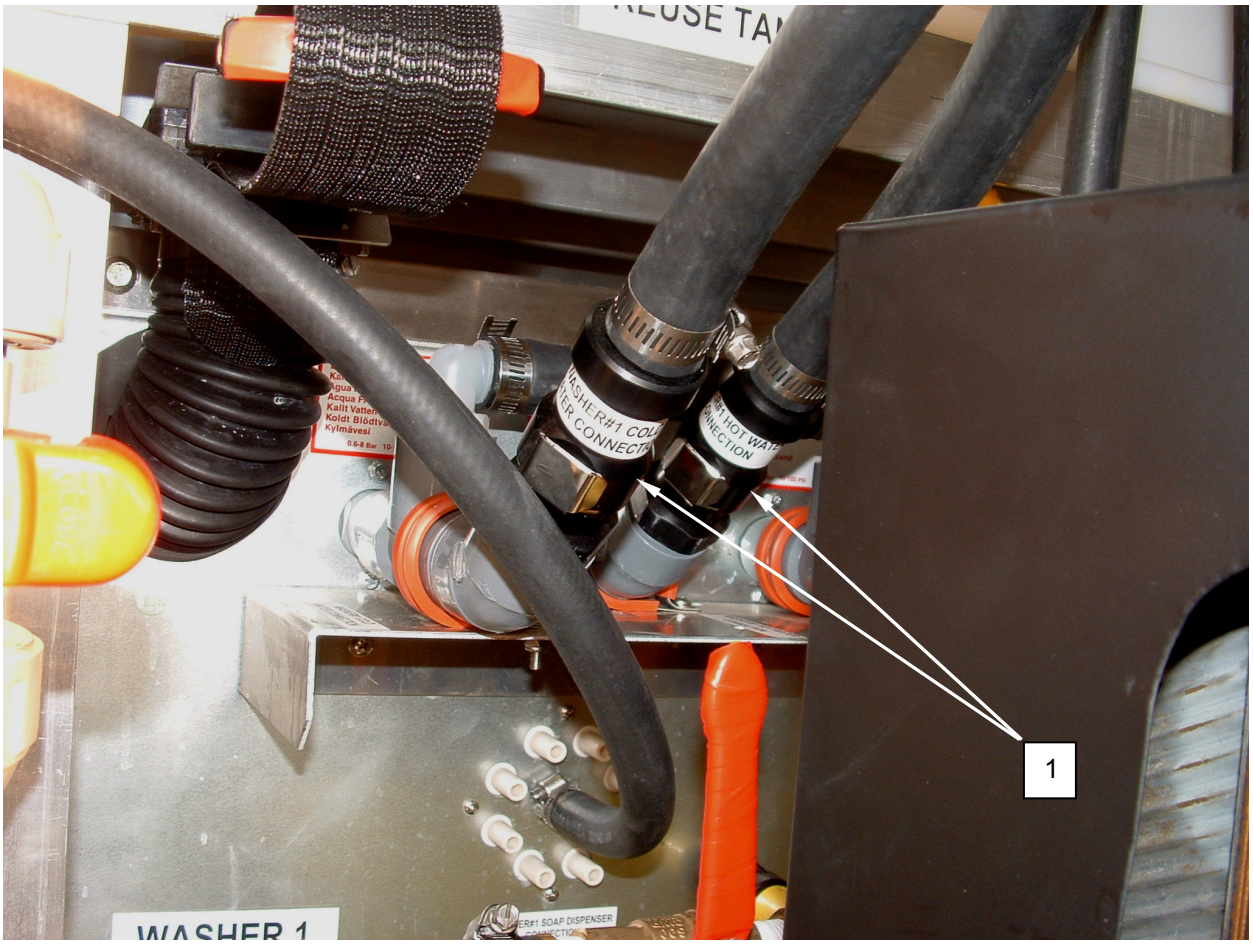

Figure 1. Replace the Washer QD Fittings.
3. Disconnect QD fitting **(Figure 1, Item 1)**.
4. Secure the attached piping with one pipe wrench, and use a second pipe wrench to remove the male half of the QD fitting **(Figure 1, Item 1)** from the washer.
5. Secure the attached piping with one pipe wrench, and use a second pipe wrench to install the replacement male half of the QD fitting **(Figure 1, Item 1)** onto the washer.
6. Loosen the hose clamp on the female half of the QD fitting **(Figure 1, Item 1)**, and remove the female half of the QD fitting from the hose.
7. Install the replacement female half of the QD fitting **(Figure 1, Item 1)** onto the hose, and tighten the hose clamp to secure. Connect QD fitting.